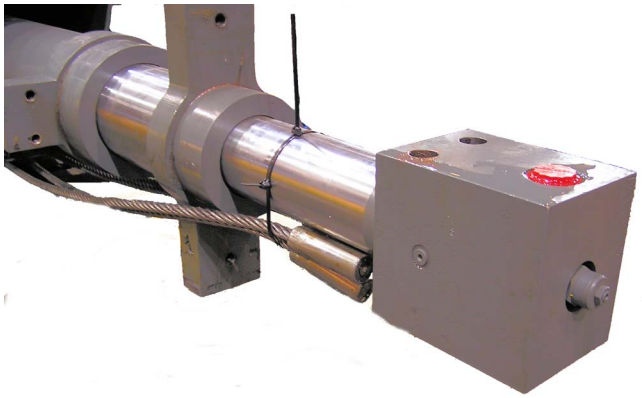

FIGURA 4-43
14. Gire las orejetas de montaje de la varilla del cilindro (Figura 4-43) de modo que queden verticales y pasen libres de las escuadras de montaje en la sección central exterior.
18. Ate los cables de extensión temporalmente al cilindro telescópico para mantenerlos debidamente alineados durante el armado (Figura 4-43).